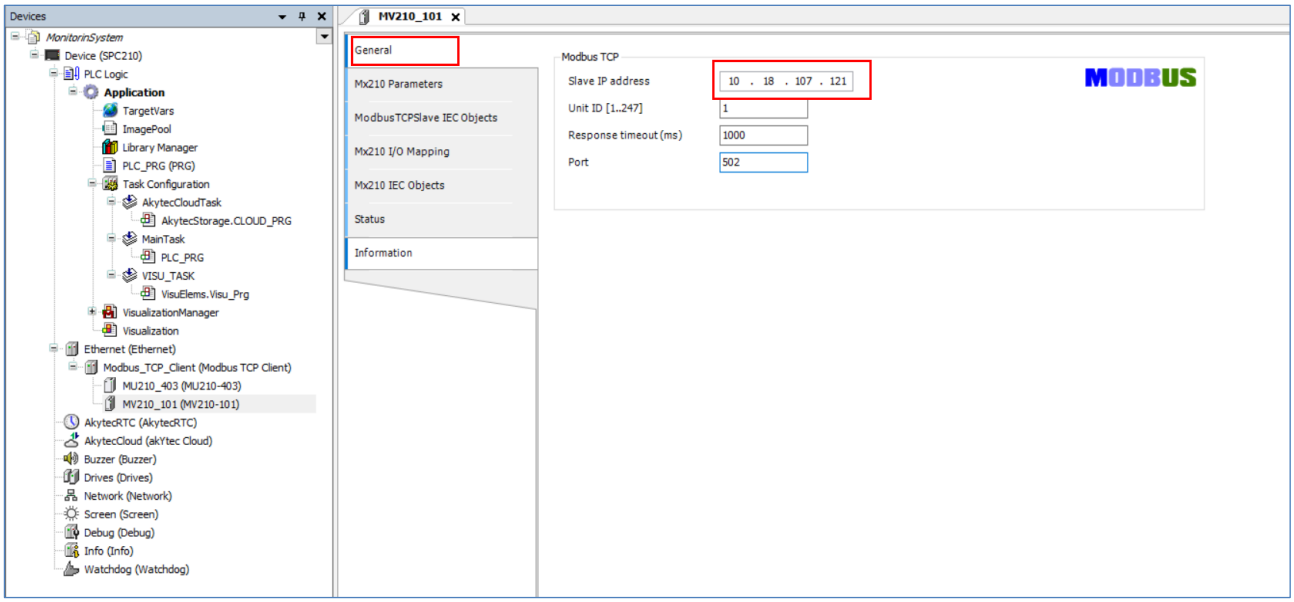

Fig. 6.3.13 IP address of MB210-101
- If you are emulating modules connected to a real controller, specify the IP address of the PC network interface to which the controller is connected for both modules (Fig. 6.3.13). Note that your PC network interface address is different.